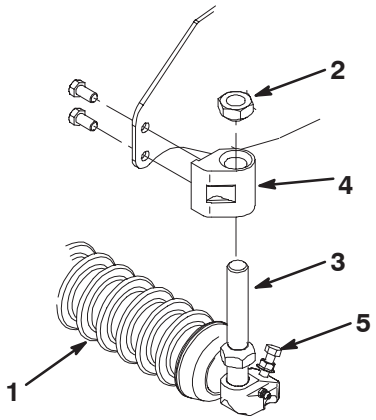

Figure 1
3. Remove the top cone nuts securing both **front** roller support rods to the height of cut brackets (Fig. 1).
4. Loosen the roller shaft screw on one height of cut bracket (Fig. 1). Slide the rod supports and roller assembly out of the height of cut brackets.
5. Remove the (2) capscrews securing the height of cut brackets to each end of the cutting unit (Fig. 1). Discard the height of cut brackets and the capscrews.